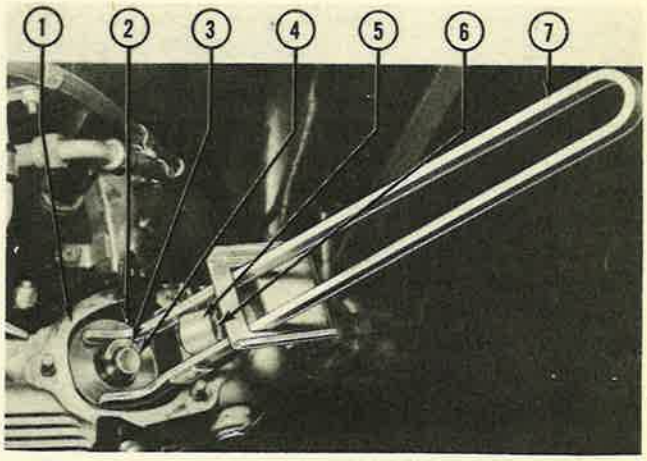
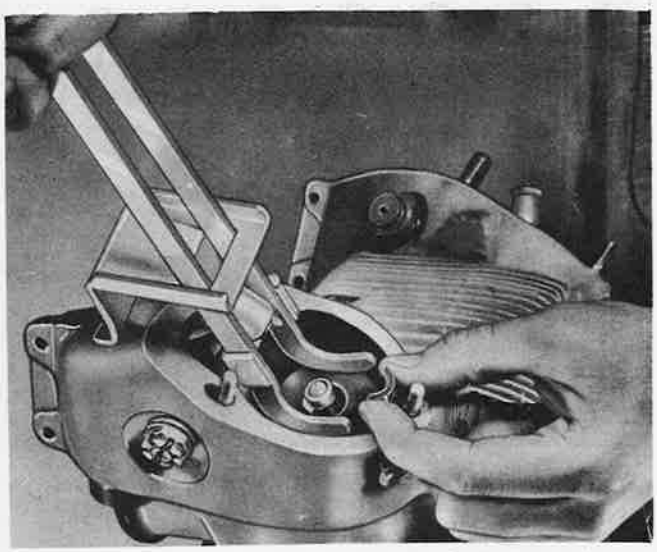

Figure 206—Valve Spring Compressor in Use
Figure 207—Installing Split Lock on Exhaust Valve Stem
6. Compress the valve springs (figure 206) with valve spring depressor, and install the split locks (figure 207).
6. Depress the valves, using PWA-1392 depressor and remove the push rods and cover tubes (figure 206).